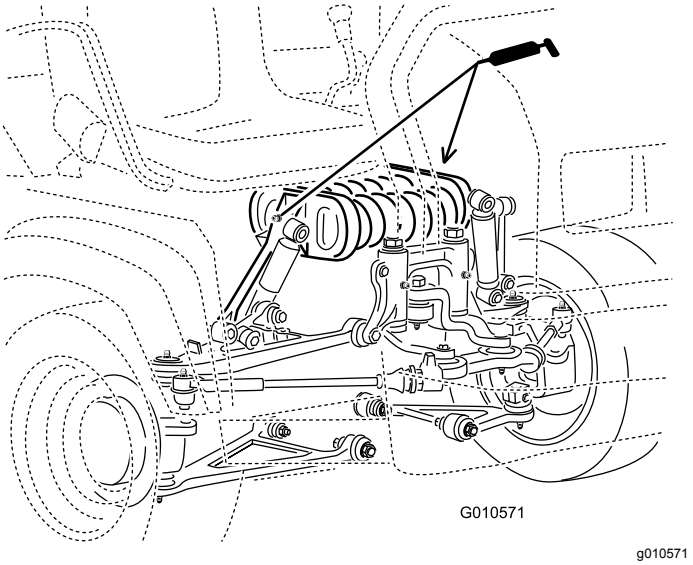

**Figur 30**
- **Fjederstamme (2)**, se Figur 30